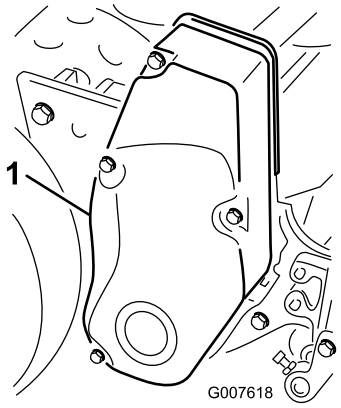

**Figuur 35**
1. Verwijder de bevestigingen van de drijfriemkap en de drijfriemkap zodat u bij de riem kunt komen (Figuur 35).